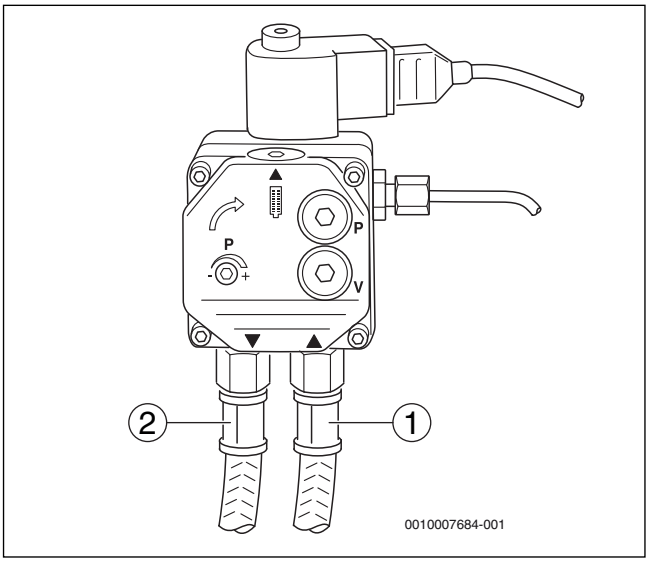

Fig. 17 Pompa gasolio – Danfoss
- ▶ Fare attenzione a non scambiare la tubazione di aspirazione del gasolio e il tubo di ritorno quando si collega il dispositivo di alimentazione del gasolio (→ fig. 17 e 18).